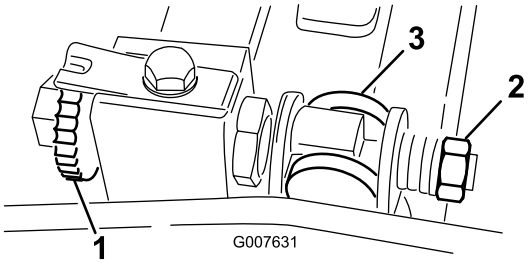

Figuur 55
1. Draai de stelschroef van de snijbalk linksom om de snijbalk weg te trekken van de messenkooi (Figuur 55).
2. Draai de veerspanningsmoer uit totdat de drukring niet meer tegen de snijbalk is geklemd (Figuur 55).